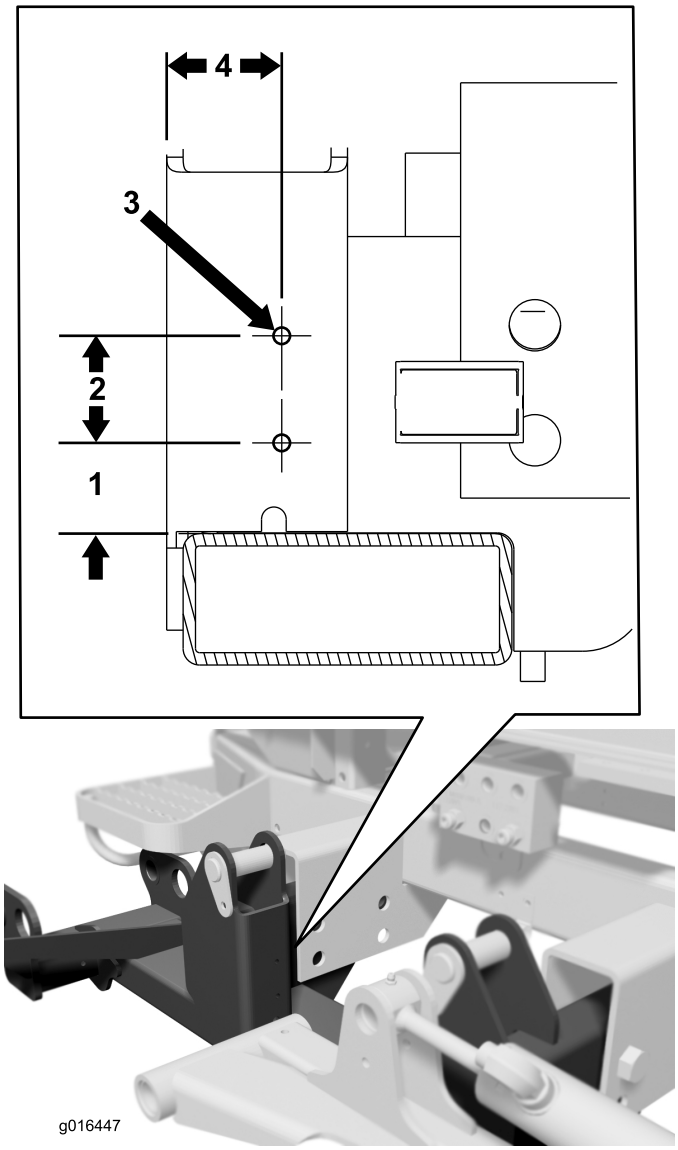

Figura 1
2. Utilizando as dimensões indicadas em Figura 1, localize, marque e faça (2) furos de 0,56 cm ou 0,57 cm (broca n.º 1 ou 2) no tubo da estrutura da unidade de tracção. Perfure apenas uma das paredes do tubo.